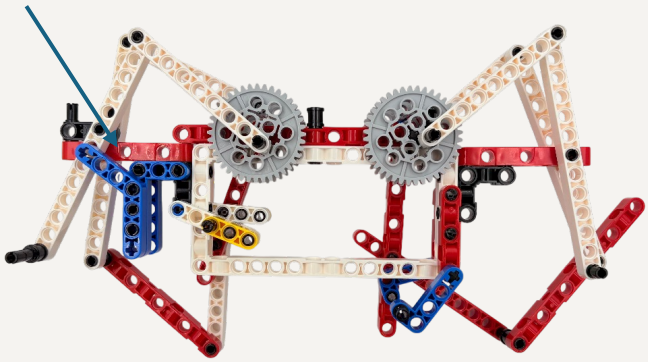

Рисунок 46
Закрепите угловую балку при помощи креплений балки (5х3) с левой стороны (рисунок 46). На длинных штифтах, закрепленных на шестернях установите слева балку (11) и справа 2х стороннюю балку (13). На балках закрепите короткие шифты как показано на рисунке 47.